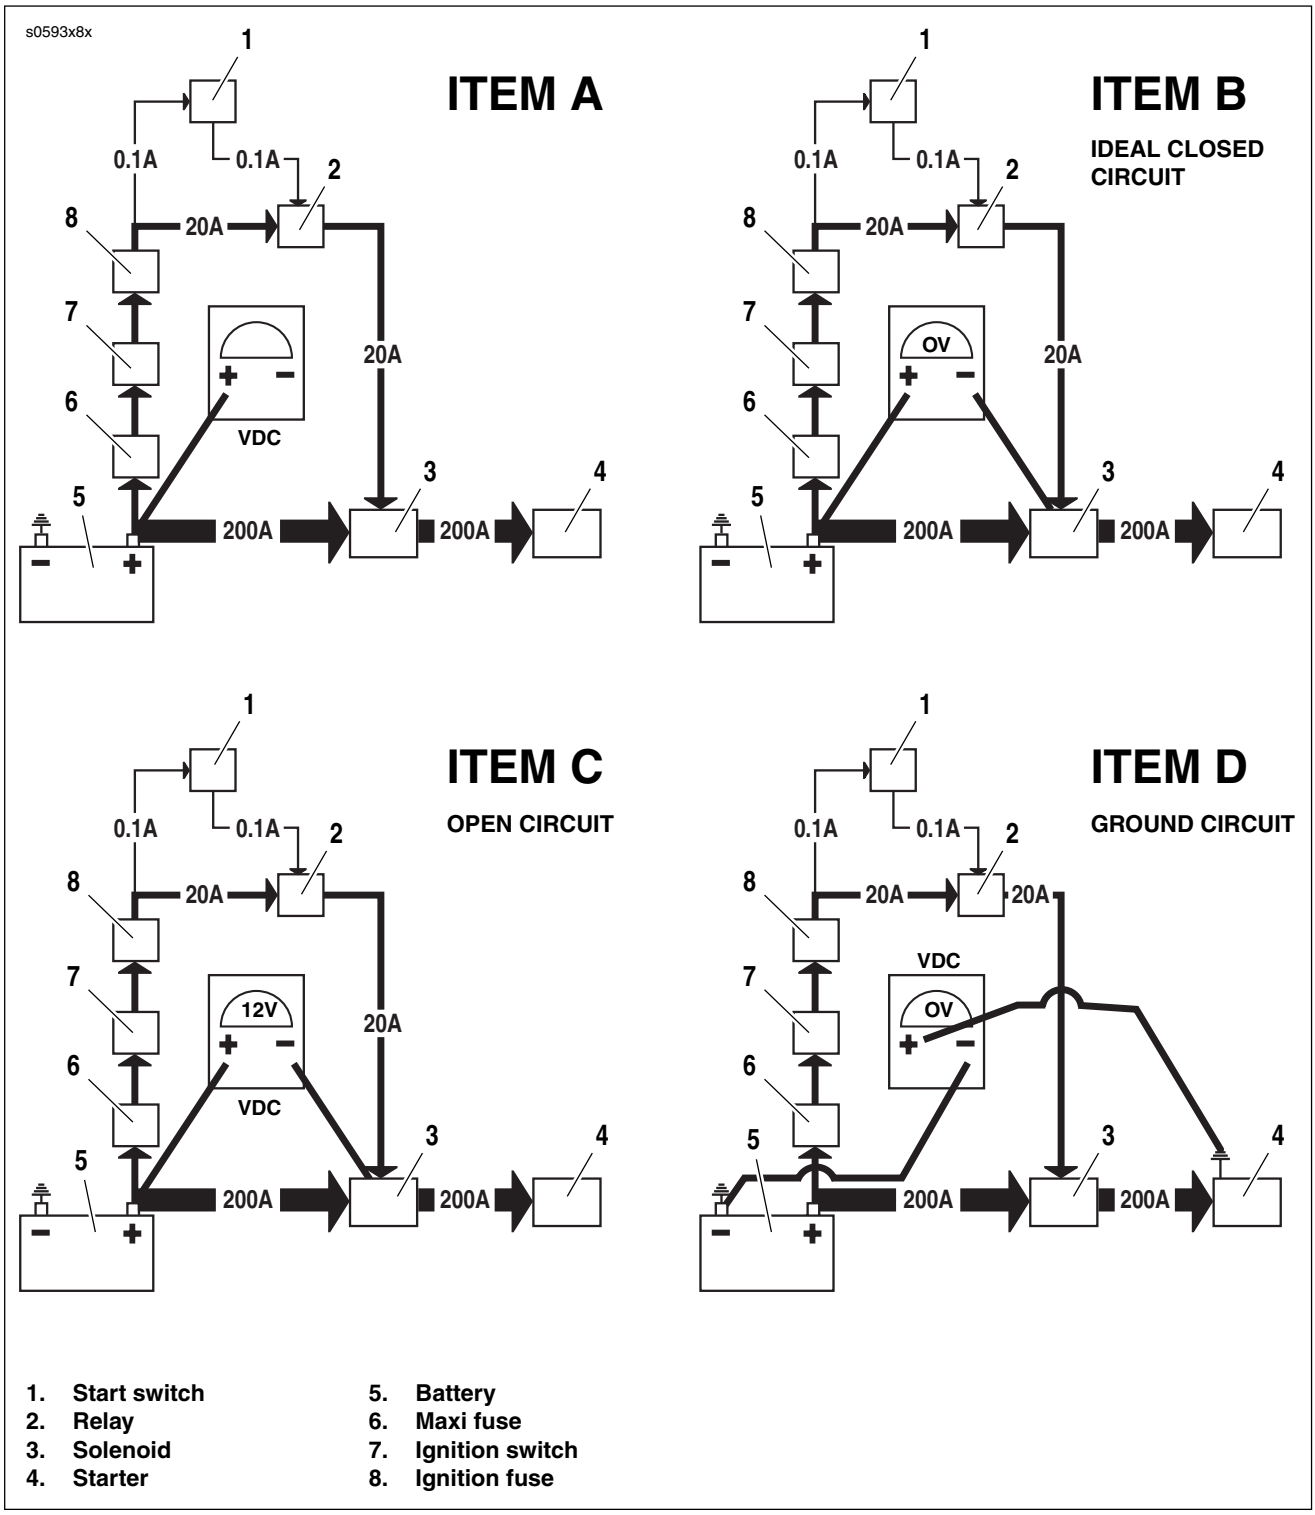

Figure 1-1. Typical Circuity. Refer to wiring diagrams for more information.
1. See ITEM A in Figure 1-1. Attach your red meter lead to the most positive part of the circuit, which in this case would be the positive post of the battery.
2. See ITEM B in Figure 1-1. Attach the black meter lead to the final destination or component in the circuit (solenoid terminal from relay).
5. See ITEM C in Figure 1-1. An open circuit should read 12 volts, displaying all the voltage dropped, and the entire difference in potential displayed on the meter.
8. See ITEM D in Figure 1-1. The negative or ground circuit can be checked as well.